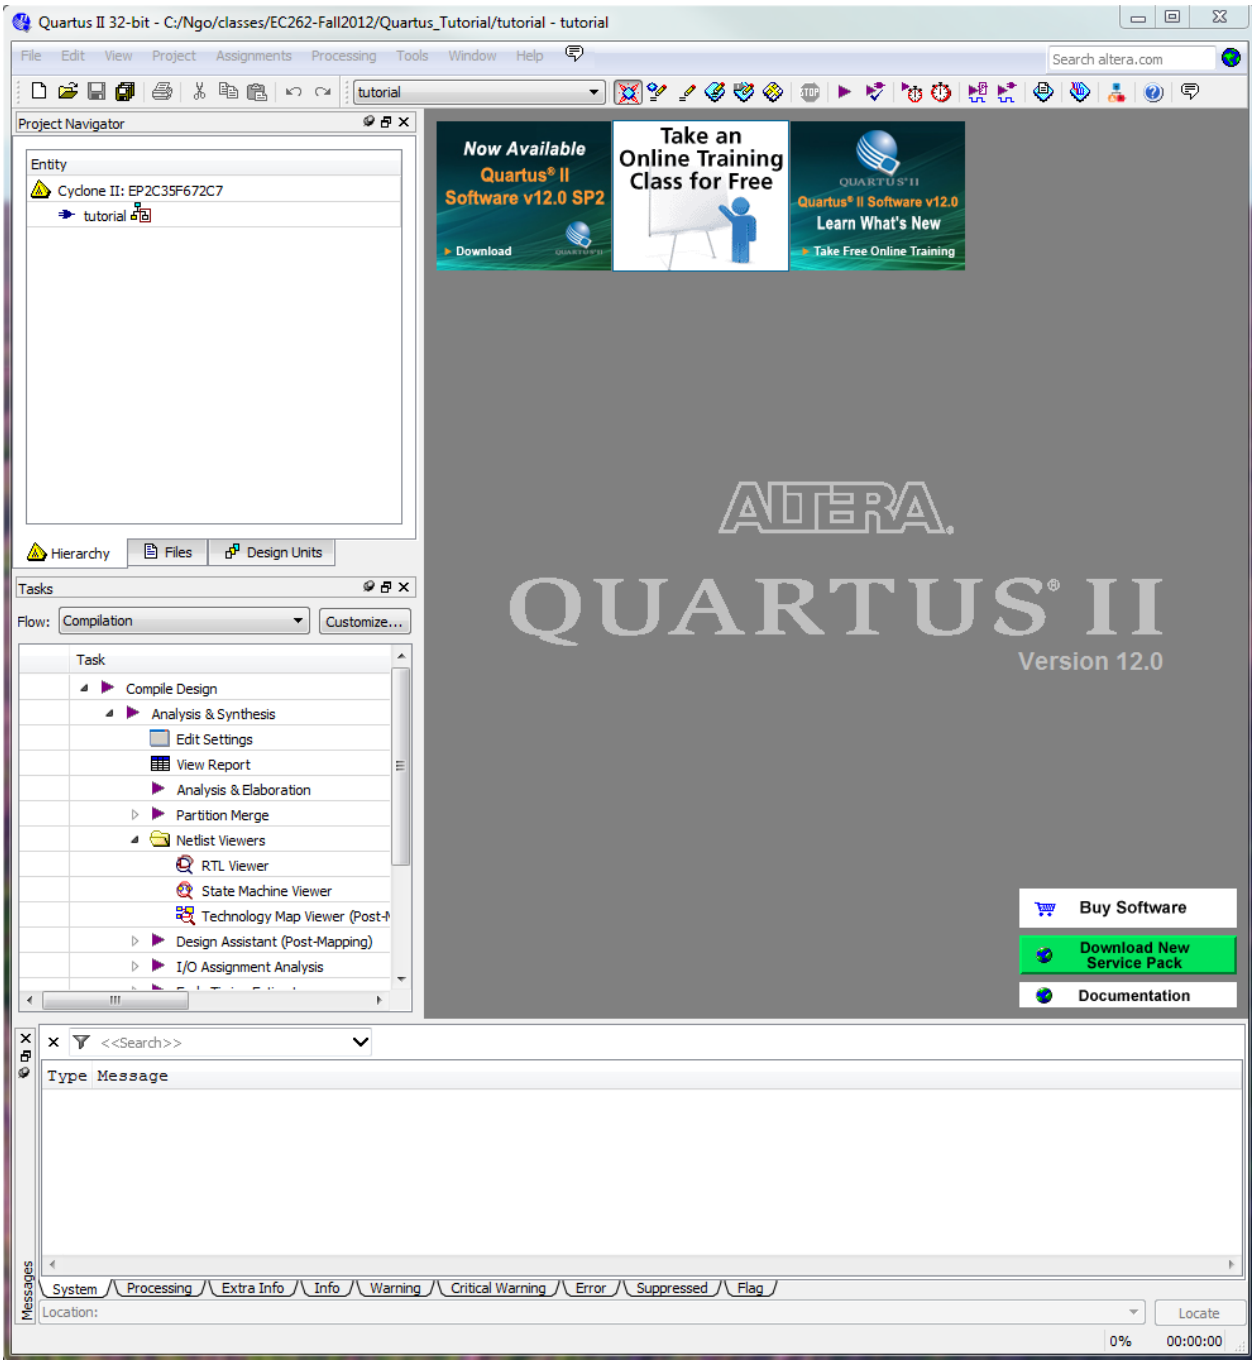

Figure 5. Quartus II window with a new project.
8. A new project named ***tutorial*** should be created in the Quartus window as shown in Figure 5.